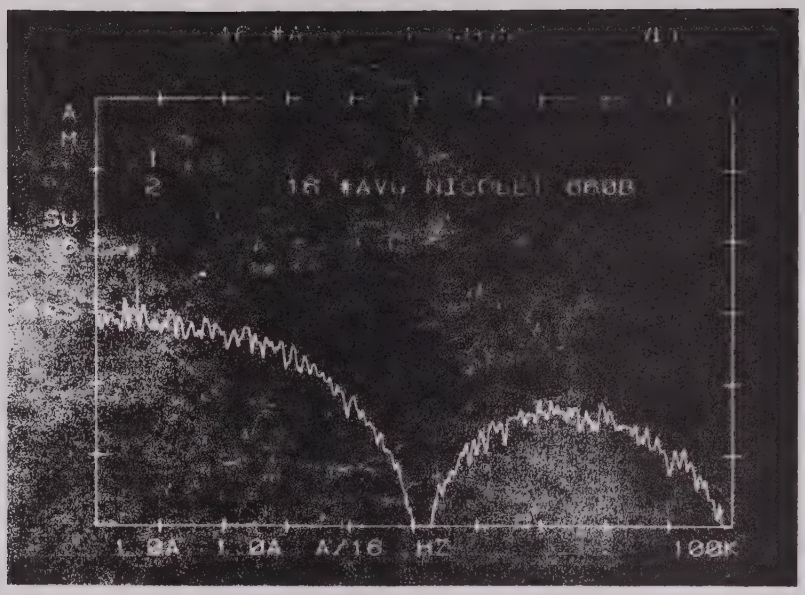

FIGURE 18-7
j. Insert ENTRY/RECALL field contents into TEXT LINE #2, See Figure 18-7. CONTROL Sequence: RECALL; AVGN.